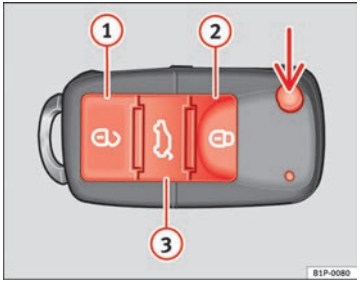

Fig. 45 Assignment of buttons on the remote control key
Using the button ⇒ fig. 45 (arrow) on the control, the key blade is released.
Unlocking the vehicle ⇒ fig. 45 (1).
Locking the vehicle ⇒ fig. 45 (2).
Unlocking the tailgate. Press button ⇒ fig. 45 (3) until all the turn signals on the vehicle flash briefly. When the unlocking button (3) is pressed, you have 2 minutes to open the door. Once this time has passed, it will lock again.
– Press the button (2) ⇒ fig. 45 on the remote control.
– Press the button (1) ⇒ fig. 45 on the remote control.
To change the locking / unlocking status, press the button or the button 1 ⇒ fig. 45 on the remote control key.